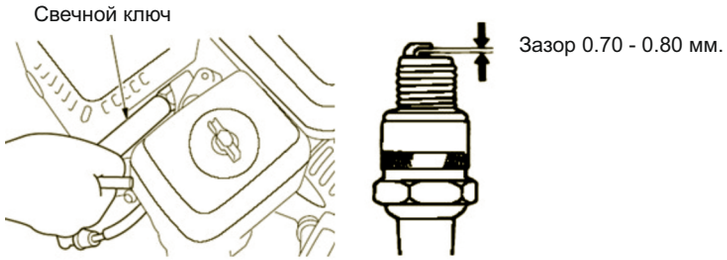

Рисунок 24
9. Замена свечи зажигания (рис. 24) :